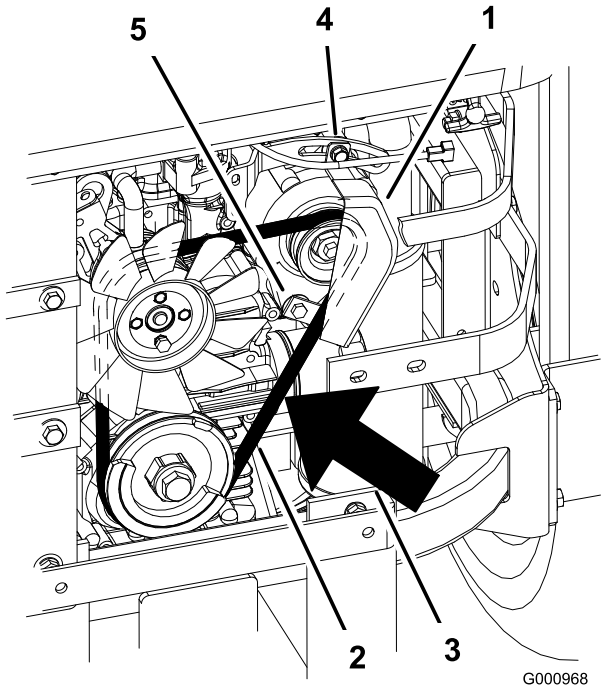

Figur 72
7. Lossa den nedre bulten och ta bort den övre bulten som håller fast generatorn och kåpan (Figur 72).
9. Montera en ny rem runt remskivorna och generatorn (Figur 72).
14. Dra åt den nedre bulten och montera den övre bulten som håller fast generatorn och kåpan (Figur 72).
2. Justera generatorn mot utsidan tills remmen har en nedböjning på 7 till 9 mm mellan motorn och generatorremskivorna med 10 kgf kraft (Figur 72).
5. Dra åt den nedre och övre bulten om nedböjningen är korrekt (Figur 72).